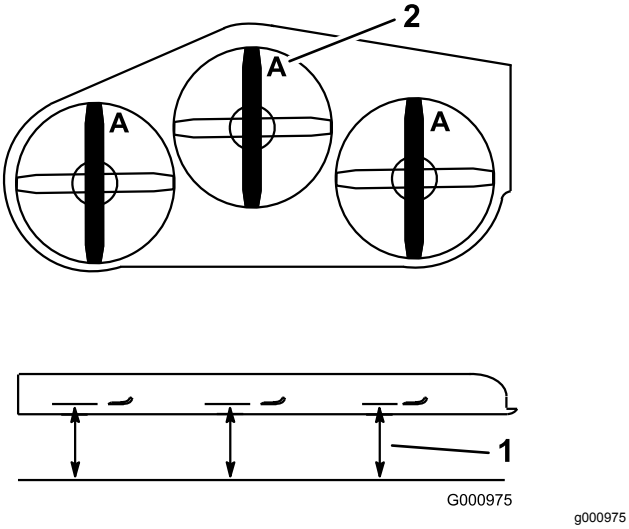

図 82
3. ブレードが前後方向を指すように回転させる(図 82)。
4. **A**の位置で(図 82)、平らな床面からブレードの刃先までの高さを測る。